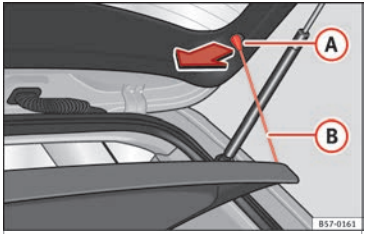

Fig. 159 In the luggage compartment: removing and installing the rear shelf.
- Detach the cord loops ››› Fig. 159 (B) from their hooks (A).
- Hook the loops ››› Fig. 159 (B) to the rear lid.